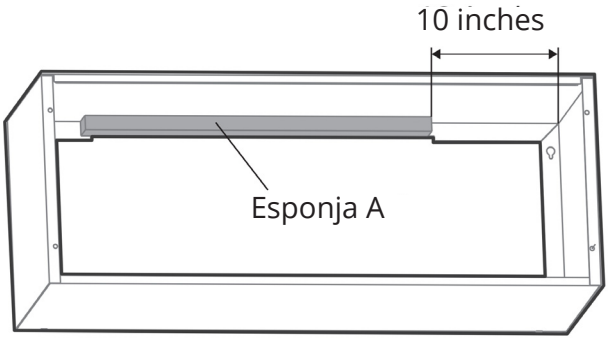

Fig. 3-1
- Si utiliza un manguito de pared antiguo, debe reemplazar la esponja del manguito. Primero, retire la esponja antigua del manguito y coloque la Esponja A de la lista de accesorios. (Consulte la Fig. 3-1).
- Si utiliza un manguito de pared nuevo, simplemente coloque la Esponja A. (Consulte la Fig. 3-1).